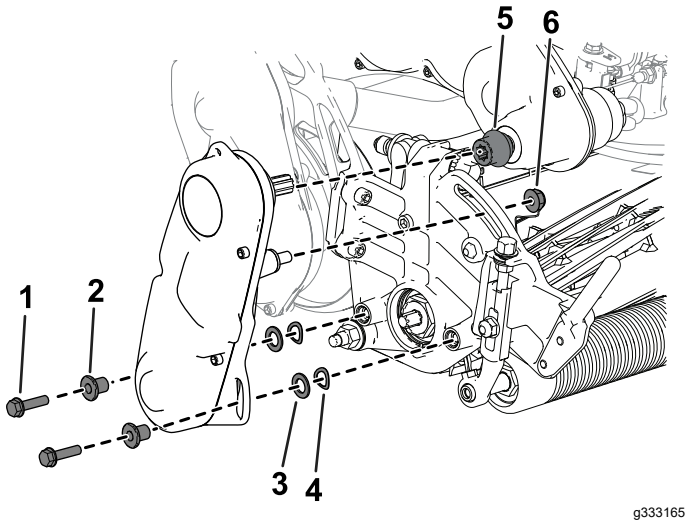

Figur 49
3. Ta bort cylinderdrivsats från klippenheten (Figur 49) och spara fästelementen.